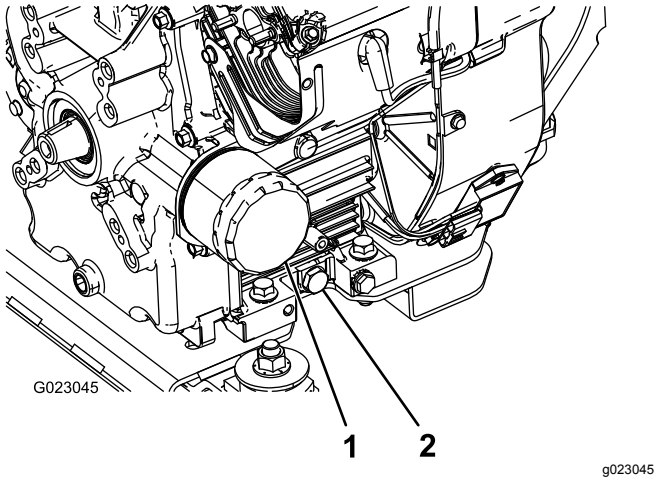

Figur 38
5. Ta bort avtappningspluggen (Figur 38).
2. Avlägsna oljefiltret (Figur 38).
5. Sätt i det nya filtret i filteradaptern. Vrid oljefiltret medsols tills gummipackningen kommer i kontakt med filteradaptern. Dra sedan åt filtret ytterligare ett halvt varv (Figur 38).